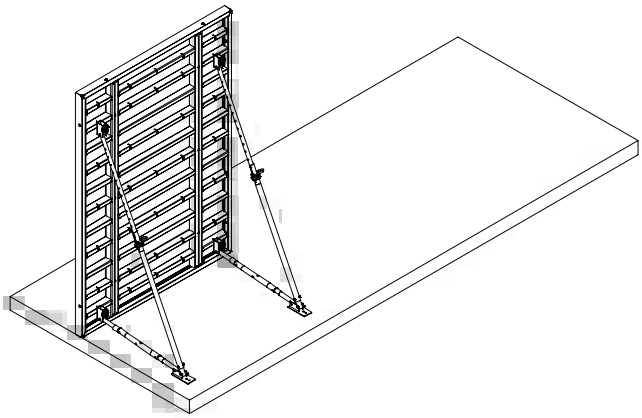

Abb. 65.1
2. Das erste Element stellen und mit 2 Richtkonsolen am Boden/Betonfertigteil fixieren, um es gegen Umfallen zu sichern (Abb. 65.1). Die Fußplatte muss kraftschlüssig am Boden/Betonfertigteil befestigt sein – auf Erdreich mit 2 Erdnägeln, auf Beton mit 2 Schwerlastdübeln.